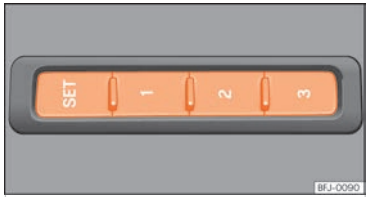

Fig. 76 On the outer side of the driver's seat: memory buttons.
- Press SET for longer than 1 second ››› Fig. 76.